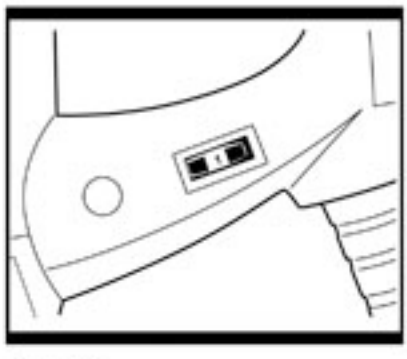

Fig. 6
6. INTERRUPTOR DE VELOCIDAD VARIABLE (Fig. 6)